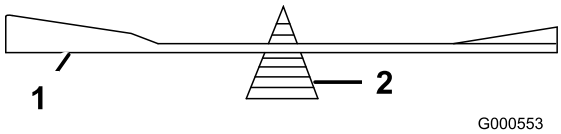

Figur 104
2. Kontrollera knivens balans med en knivbalanserare (Figur 104).